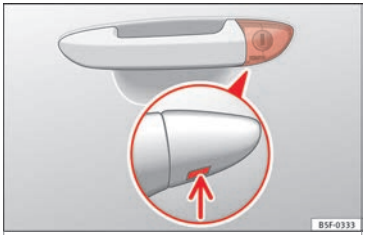

Rys. 4 Klamka drzwi kierowcy z wkładką zamka.
- Wsunąć kluczyk w szczelinę pod nasadką na klamce drzwi kierowcy ››› rys. 4 (strzałka) i podważyć nasadkę od dołu.